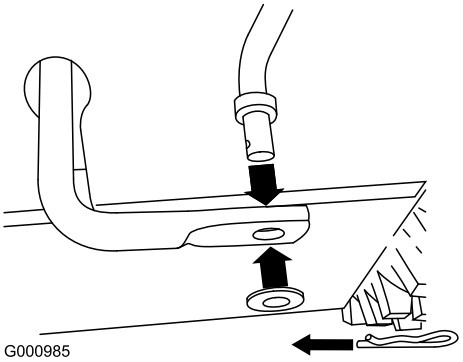

Figur 10
1. Ta bort hårnålssprinten och brickan från hastighetskontrollstångens nedre ände och för in stångens nedre ände i den nedre länkarmen, så att hastighetskontrollstångens böjda ände är vänd bakåt (Figur 10).